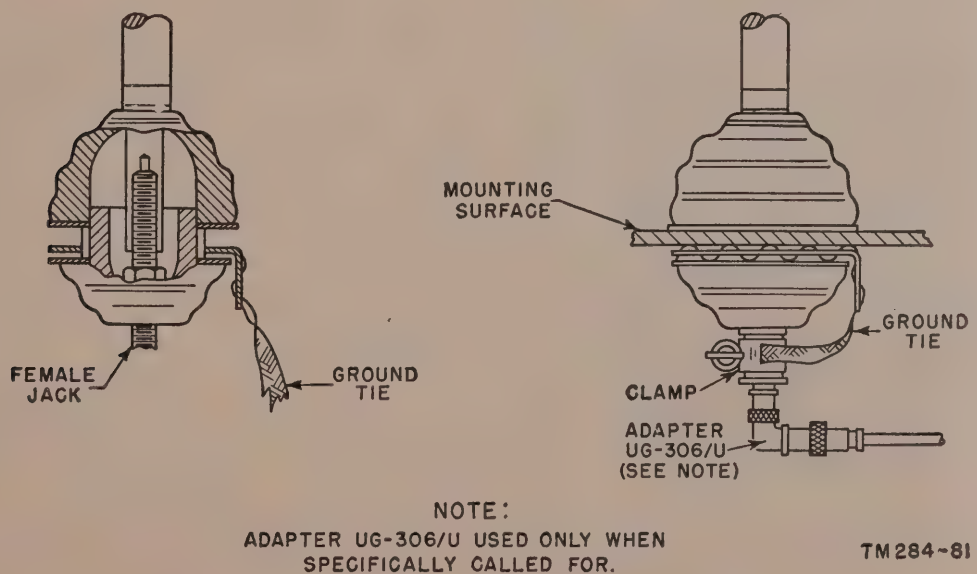

Figure 26. Mast Base AB–15/GR, installation drawing.
29. Mounting Mast Base AB–15/GR (fig. 26)
The location of the mast base is, in most cases, prescribed by the vehicle. In general, however, the mast base should be placed as high as possible and with a maximum cable length of 50 inches between the base and the receiver-transmitter. To install the mast base, follow the instructions outlined below and in figure 26.
d. Bring the lower cup insulator up from the under side of the mounting surface so that the bolt in the lower insulator engages the body of the mast base. The lockwasher and the ground braid from the clamp on the adapter should be between the mounting surface and the lower insulator (fig. 26).